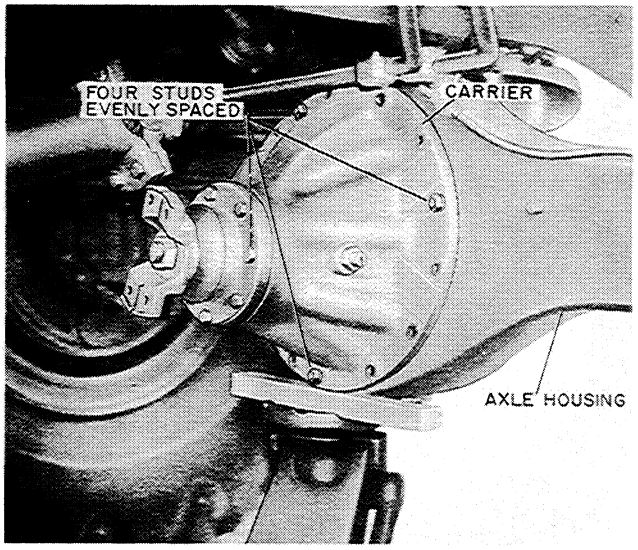

Figure T-77
3. Start the carrier into the axle housing with four stud nuts and washers equally spaced, Figure T-77.